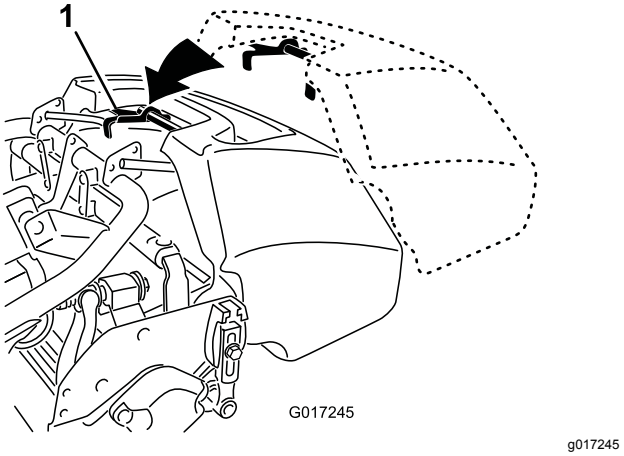

**Rysunek 21**
2. Poprowadź krawędź kosza między płytami bocznymi zespołu tnącego i ponad rolką przednią (Rysunek 21).
3. Zamontuj haki kosza ponad pętlą ramy (Rysunek 21).